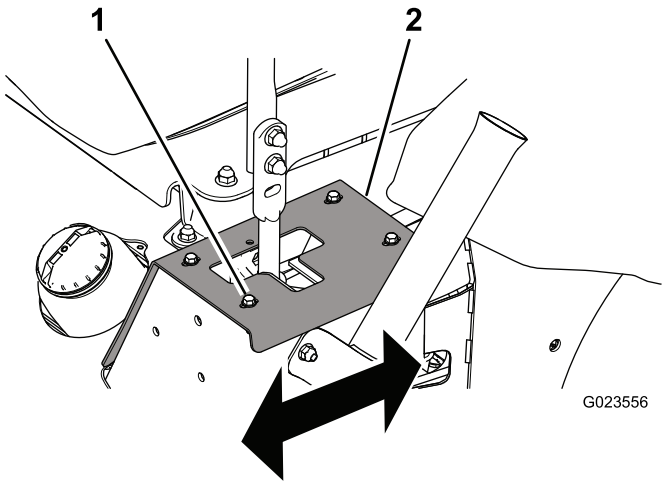

Figuur 56
- Als de machine een afwijking naar rechts heeft, draai dan de bouten los en zet de linker aanslagplaat naar achteren tot de machine recht rijdt (Figuur 56).
- Als de machine een afwijking naar links heeft, draai dan de bouten los en zet de rechter aanslagplaat naar achteren tot de machine recht rijdt (Figuur 56).
1. Bout (4)
5. Draai de bouten vast om de aanslagplaat te borgen (Figuur 56).